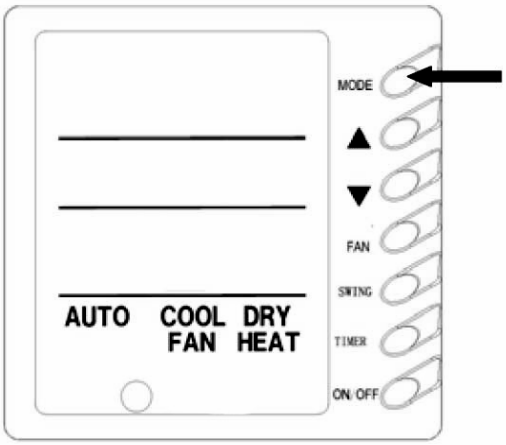

Abb. 6
5) Betriebsart anwählen (Abb. 6.)